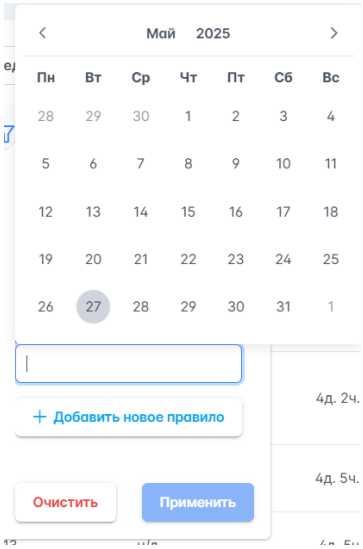

Рисунок 6 – Расширенный поиск. Установка даты
6) В поле "Дата" устанавливается значение даты, которую требуется найти в соответствии с выбранным выше условием. Установка даты выполняется нажатием на соответствующее поле и выбором даты в открывшемся календаре (рисунок 6).